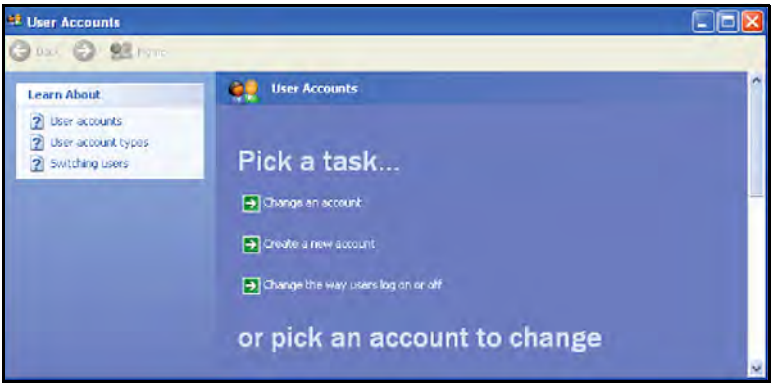

Рис. 109: Окно учетных записей пользователей
2. Когда окно *"Учетные записи пользователей"* (см. *Рис. 109* ниже) откроется, щелкните Создать новую учетную запись (Create a New Account).